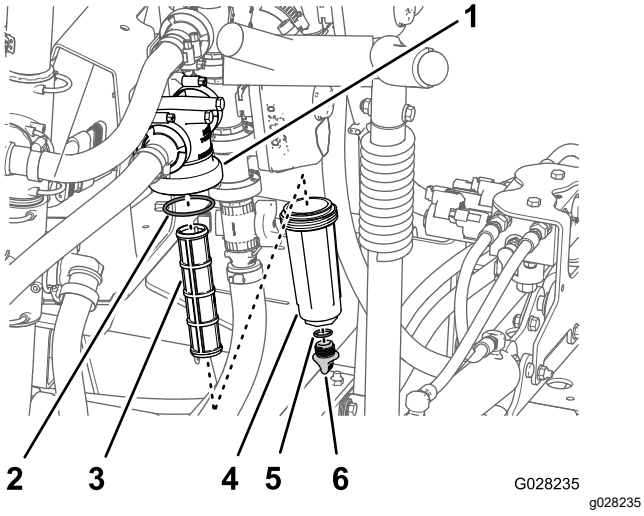

**Figur 51**
2. Placera ett kärl under tryckfiltret (Figur 51).
3. Vrid avtappningslocket motsols och ta bort det från tryckfiltrets skål (Figur 51).
4. Vrid skålen motsols och ta bort filterhuvudet (Figur 51).
5. Ta bort tryckfiltret (Figur 51).
7. Kontrollera att avtappningspluggens packning (sitter på insidan av skålen) och skålens packning (sitter på filterhuvudets insida) inte är slitna eller skadade (Figur 51).
8. Montera tryckfiltret i filterhuvudet (Figur 51).
9. Montera skålen på filterhuvudet och dra åt för hand (Figur 51).
10. Sätt på avtappningslocket på skruvförbindningen i skålens botten och skruva åt det för hand (Figur 51).